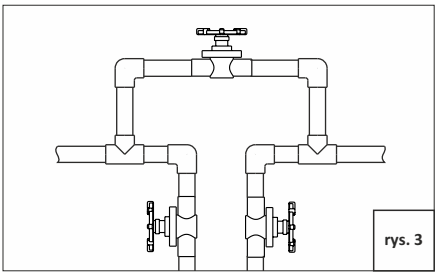

rys. 3
5. Zmontować na rurze doprowadzającej zimną wodę obejście typu (by-pass - zalecamy) (rys. 3). Zobacz przykładowy schemat instalacji. **Uwaga! System instalować zgodnie z kierunkiem przepływu wody.**
7. Zamontować na rurze dwa zawory odcinające. Pierwszy przed wejściem wody na urządzenie, drugi po wyjściu wody uzdatnionej (zobacz przykładowy schemat instalacji - rys. 3).